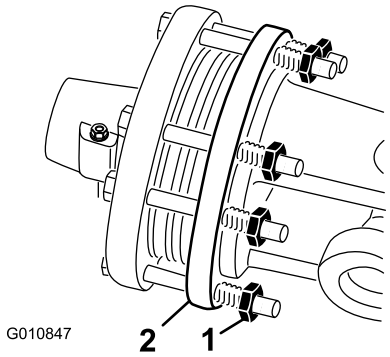

**Rysunek 48**
1. Pod koniec sezonu przekręć do tyłu każdą z nakrętek sprzęgła o 2 obroty (Rysunek 48).